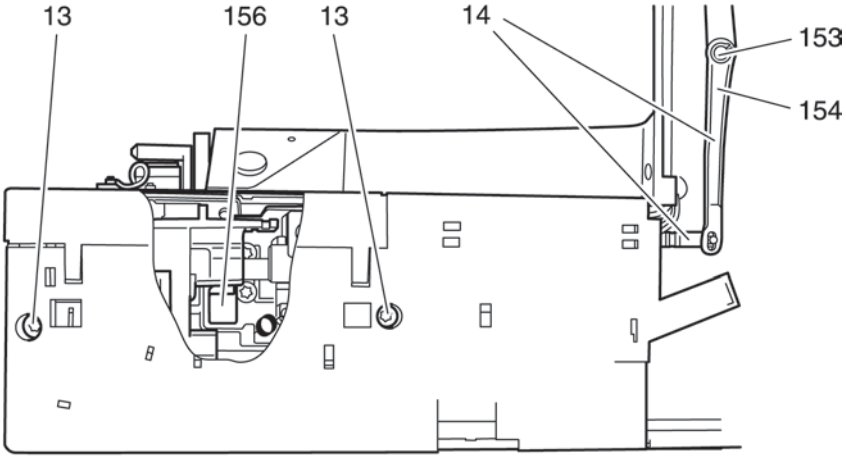

Fig. 43
- Remove Seeger circlip ring 153 (fig. 43).
- Fit lowering lever 154 (fig. 43).